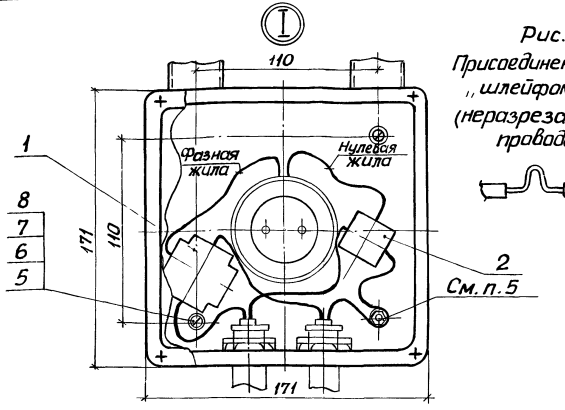

Рис. 1. Присоединение „шлейфом" (неразрезанным проводом)
5. Зануление коробки выполняется „шлейфом" нулевой жилы см. рис. 1.